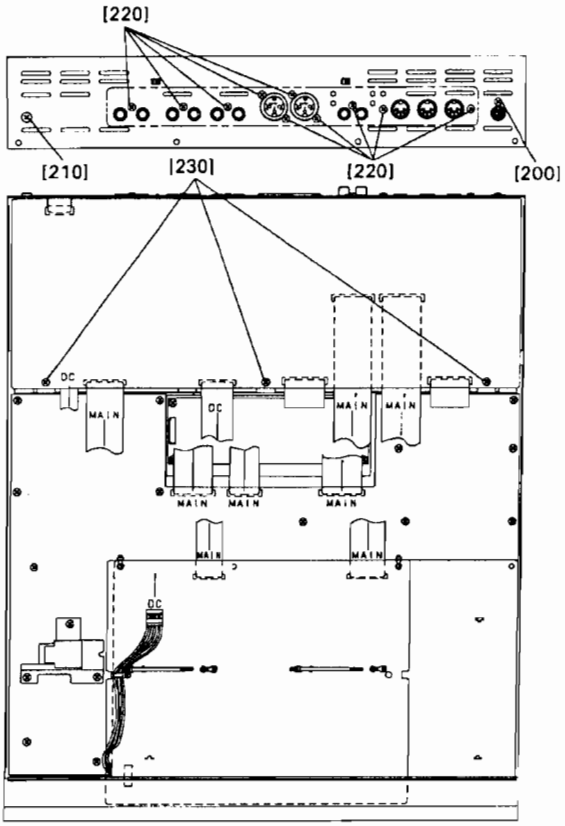

Fig. 9 (図9)
5-2 Remove the three (3) screws marked [230], the screw marked [200], the screw marked [210] and ten (10) screws marked [220]. The ADA circuit board can then be removed. (Fig. 9)
5-2 ADA シートの[230]のネジ 3 本、リアパネルの[200]のネジ 1 本、[210]のネジ 1 本、[220]のネジ 10 本を外し、ADA シートを持ち上げ、コネクタ CN002、CN003、CN007 を外し、ADA シートを外します。(図 9)